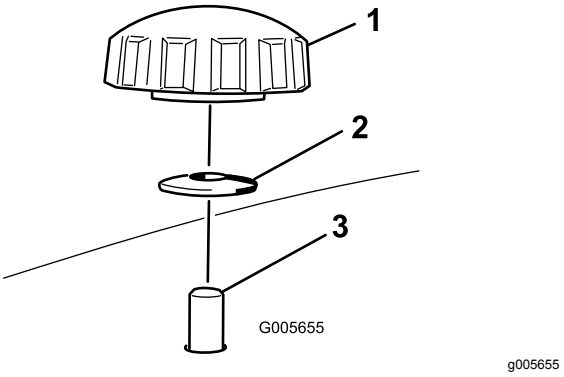
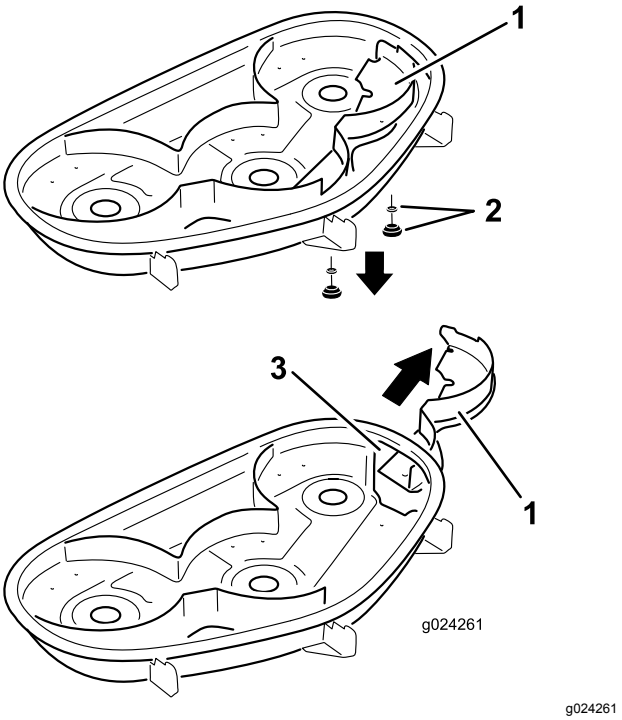

Figur 26
Figur 27
4. Afmonter de to skruer og buede skiver, der fastgøre højre skærm til plæneklipperen (Figur 26).
5. Afmonter højre skærm, og sænk græsdeflektoren over udblæsningsåbningen (Figur 26 og Figur 27).
5. Skub højre skærm under plæneklipperskjoldet, og fastgør den med to knapper og buede spændeskiver (den buede side mod plæneklipperen), som vist i Figur 26 og Figur 27.